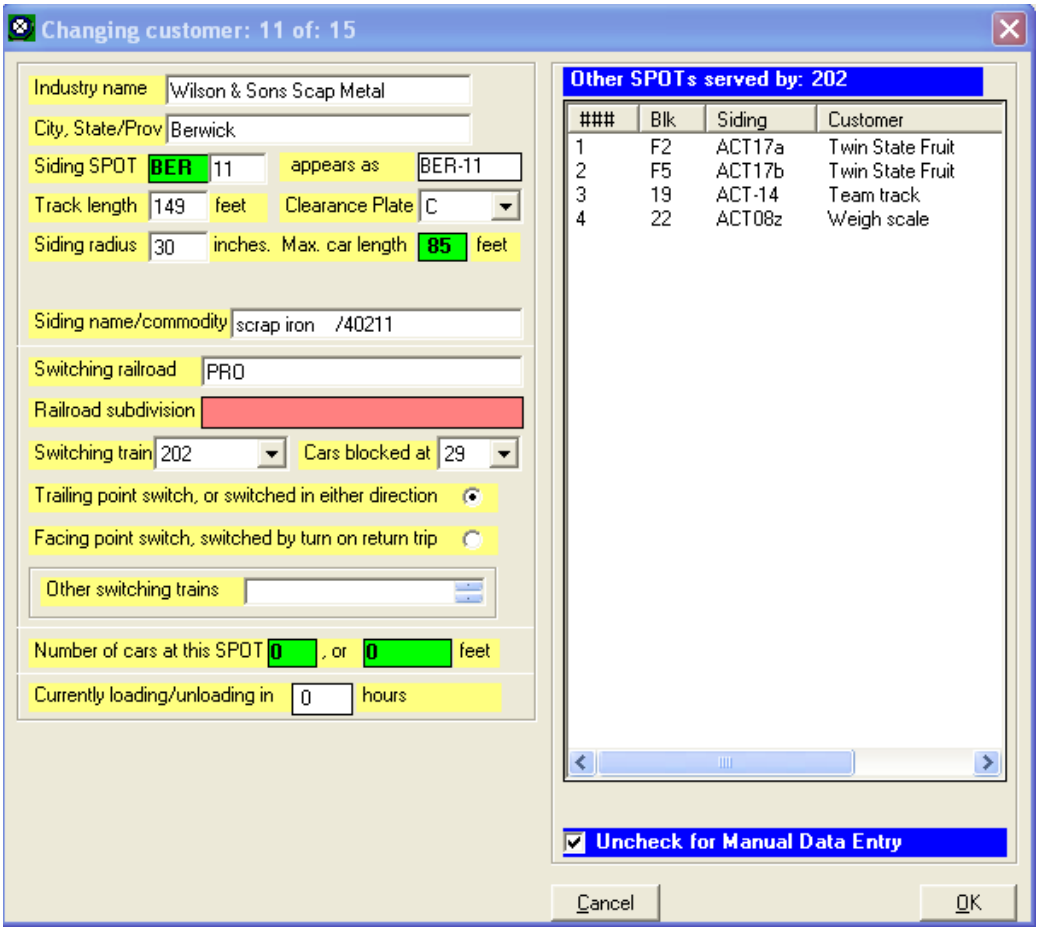

Figure 6-20
14. Figure 6-20 shows what the "Changing customer: 11 of: 15" window should look like at this point. (The data in the right-hand panel may differ).